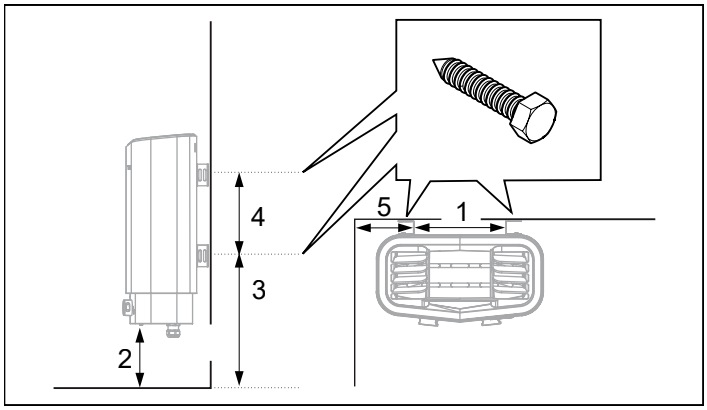

Rysunek 8: wymiary
6. Umieść wkręty wspornika w wymaganych odległościach (patrz rys. 8).